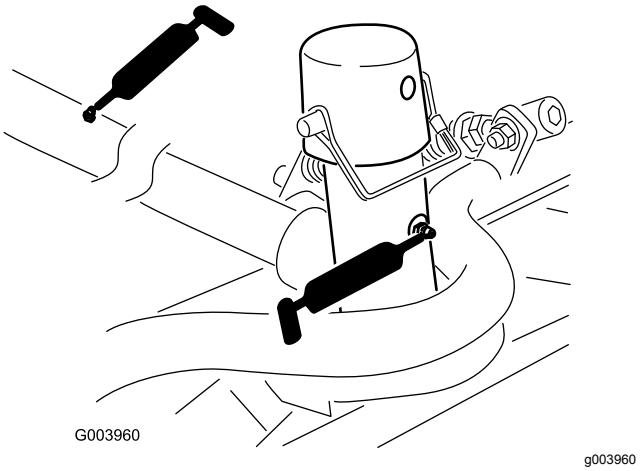

Figur 76
- Klippenhetens bärram och svängtapp (2 var) (Figur 76)